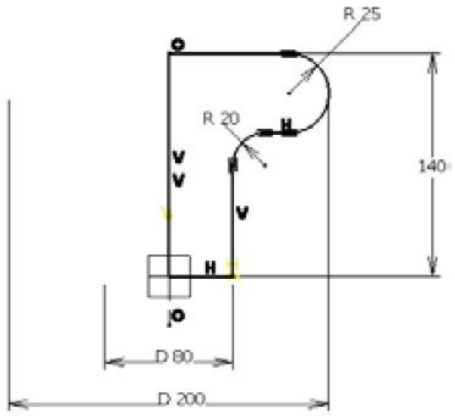

Figure 4-56 *Final sketch for the base feature*
All the sketched elements are displayed in green, suggesting that all the degrees of freedom are restricted and the sketch is in the iso-constrained state. After adding all the dimensional constraints, you need to modify its dimensions, as shown in Figure 4-56.
15. Similarly, modify other dimensional values, as shown in Figure 4-56. This figure shows the final sketch after modifying all the dimensions.